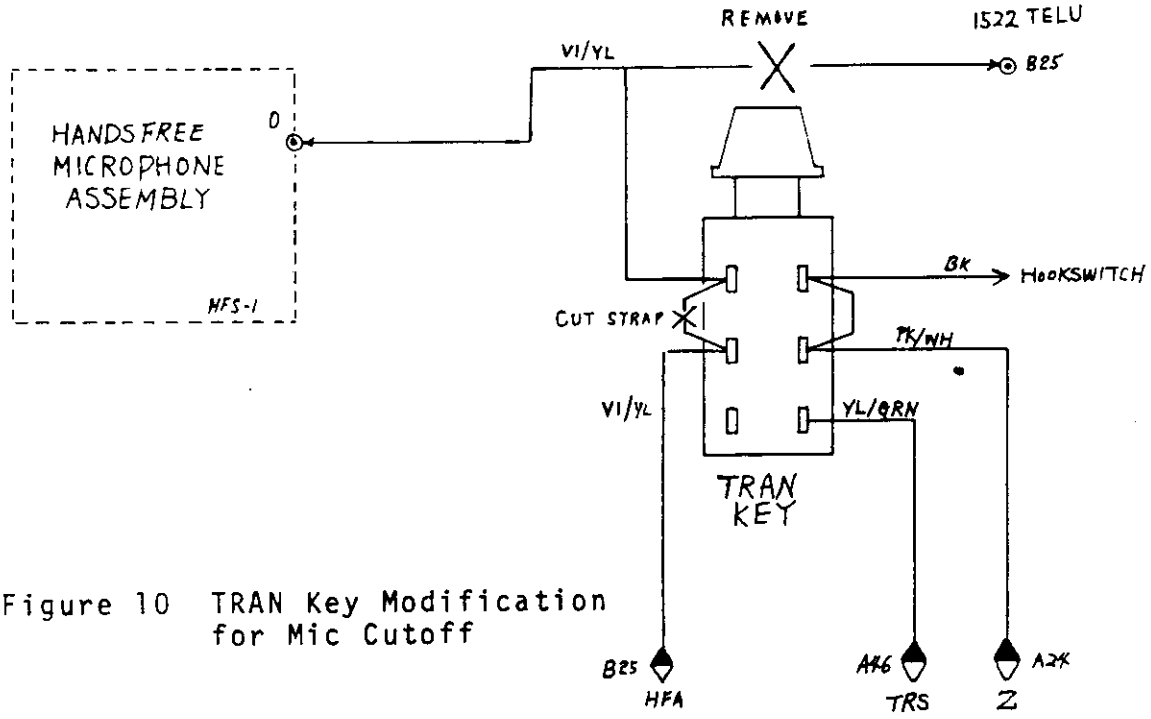

Figure 10 TRAN Key Modification for Mic Cutoff
c. Figure 10 illustrates the wiring modification for converting the TRAN Key for Mic cutoff.